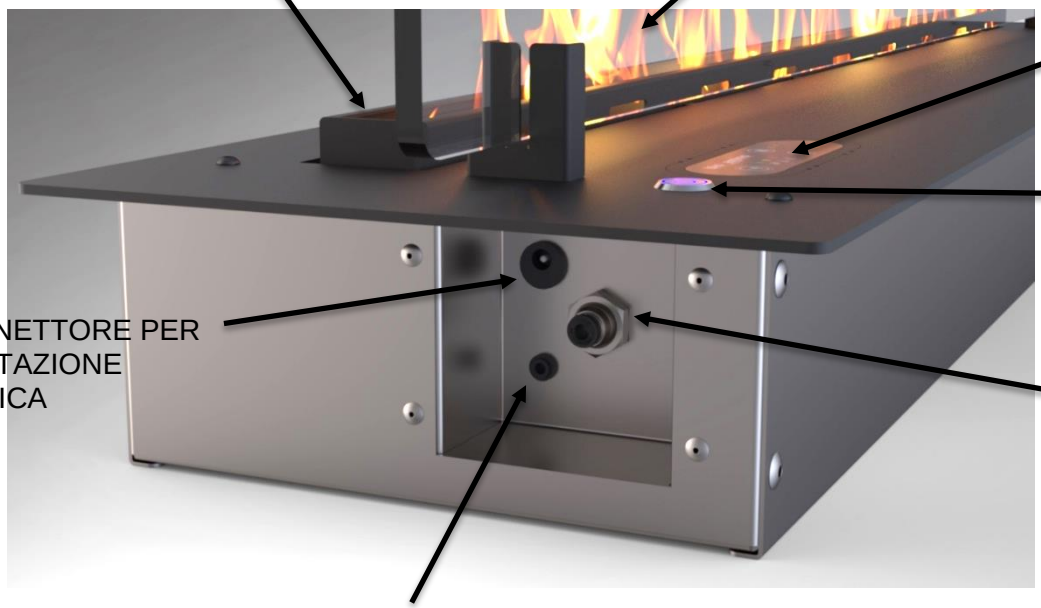

Fig.1
- Collegare l'alimentazione a 12V DC 5A ⊖—●—⊕ oppure utilizzare l'alimentatore in dotazione (G Fig.1) o il power bank opzionale.
1. Inserire il **tubo di silicone** in dotazione nel connettore (E Fig.1)
Premere il pulsante di accensione generale (D. Fig.1), attendere la fase di test (i led si illuminano tutti e si spengono). Ora il bruciatore è in funzione e in attesa di comandi da tastiera o da remoto.
1. Tenere premuto il pulsante pompa fino a che non si vedrà una piccola quantità di bioetanolo nella bocca di fuoco (A. Fig.1)